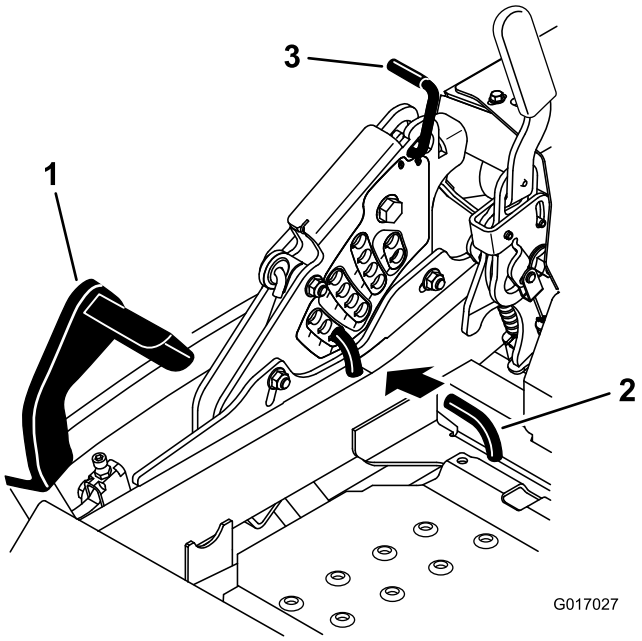

Figur 27
2. Tråkk på løftepedalen for klippeenheten for å heve denne til transportstillingen (samme som klippehøydestilling 140 mm) (Figur 27).
3. Drei pinnen 90 grader ta den ut av klippehøydebraketten for å justere klippehøyden (Figur 27).
4. Velg det hullet i klippehøydebraketten som svarer til ønsket klippehøyde, og sett inn pinnen (Figur 27).